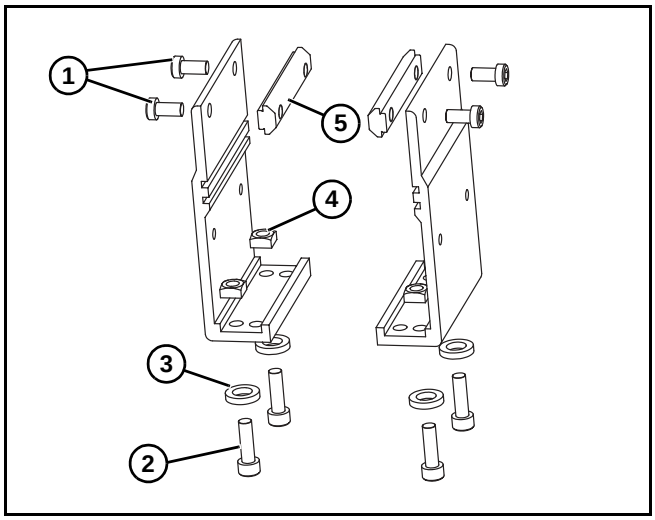
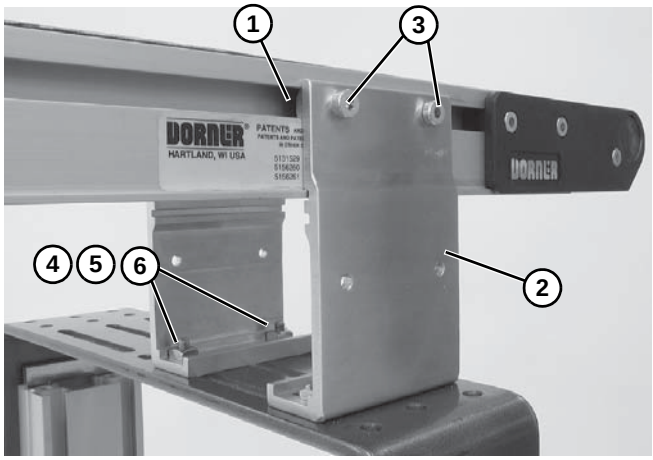

Figure 9
Figure 10
1. Locate brackets. Exploded views shown in **Figure 9**.
2. Remove screws **(Figure 9, item 1 & 2)**, washers **(Figure 9, item 3)**, nuts **(Figure 9, item 4)** and T-bars **(Figure 9, item 5)** from brackets.
3. Insert T-bars **(Figure 9, item 5)** into conveyor side slots **(Figure 10, item 1)**. Fasten brackets **(Figure 10, item 2)** to conveyor with mounting screws **(Figure 10, item 3)**.
4. Fasten brackets to support stand with mounting screws **(Figure 10, item 4)**, washers **(Figure 10, item 5)** and nuts **(Figure 10, item 6)**.
5. Tighten screws **(Figure 10, item 3 & 4)** to 60 in-lb (7 Nm).